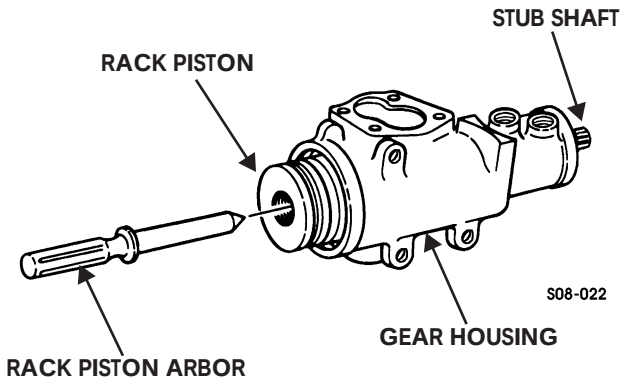

Figure 8-31: Rack Piston and Rack Piston Arbor
11. Insert rack piston arbor in rack piston and hold tightly while turning stub shaft counterclockwise (Figure 8-31).